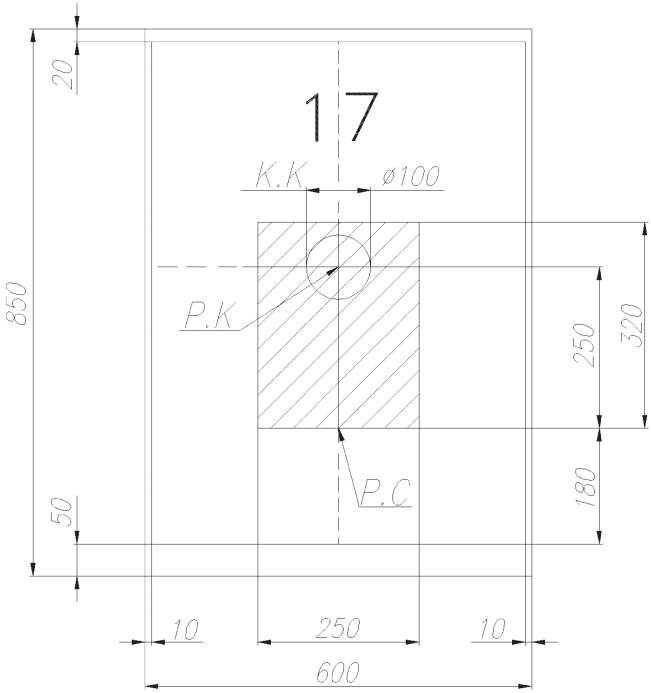

Rys. 109. Tarcza do przystrzeliwania karabinów:
Celność karabinów sprawdza się i przystrzeliwuje je nabojami z pociskami zwykłymi (pobranymi z puszki hermetycznej). Naboje powinny być z jednej partii. Odległość strzelania wynosi 100 m, celownik – S (nastawa S odpowiada nastawie 4), postawa - leżąca z podpórką, karabin - bez bagnetu. Strzela się ogniem pojedynczym do czarnego prostokąta wysokości 35 cm i szerokości 25 cm, znajdującego się na białej tarczy wysokości 0,85 m i szerokości 0,6 m *(rys. 109)*. Punktem celownika (PC) jest środek dolnego skraju czarnego prostokąta; punkt ten powinien się znajdować mniej więcej na poziomie oka strzelającego. Na linii pionowej, 25 cm nad punktem celowania, należy zaznaczyć kredą lub kolorowym ołówkiem punkt kontrolny (PK) określający prawidłowe położenie średniego punktu trafienia (ŚPT).